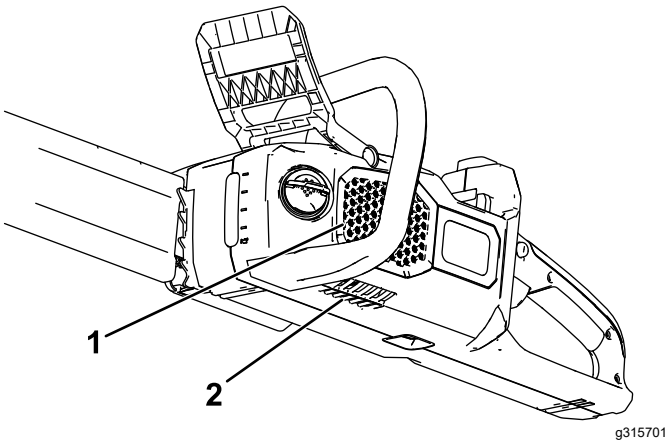

**Figur 6**
1. Sørg for, at lufthullerne på kædesaven er fri for støv og snavs (Figur 6).